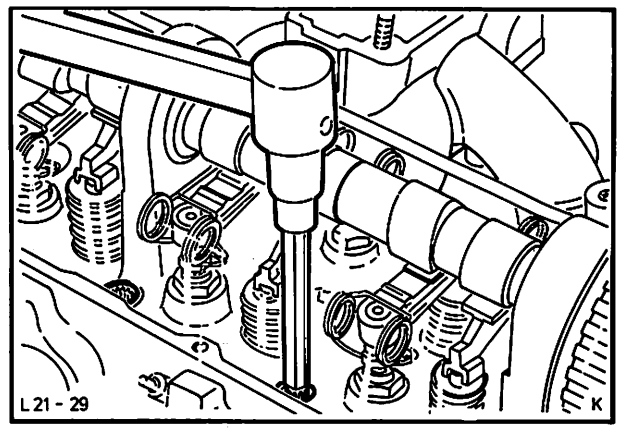
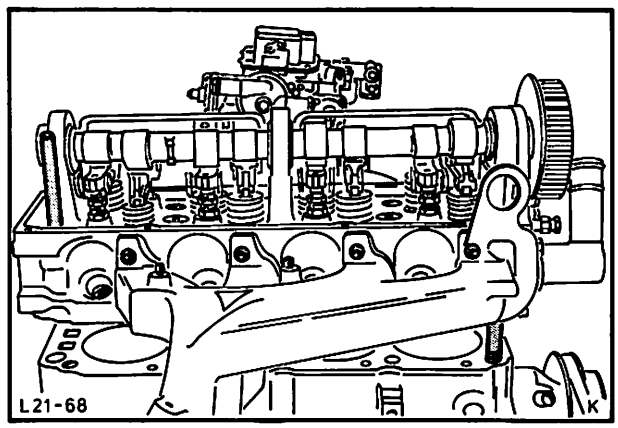
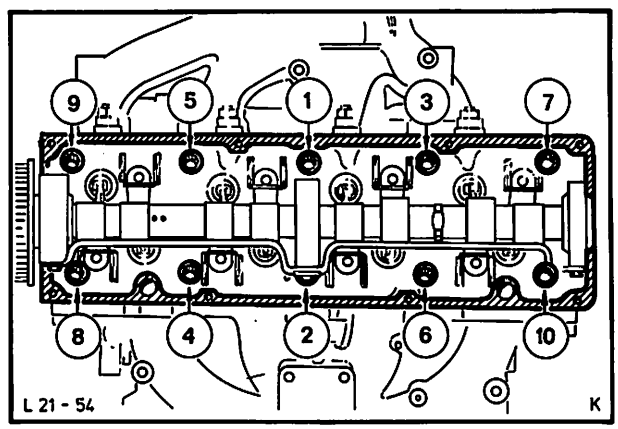

Abb. 195 Zylinderkopf mit Spezialwerkzeug 21-002 abschrauben
Abb. 196 Zylinderkopf mit Hilfe von Zentrierbolzen 21-003 auflegen
Abb. 197 Anzugsreihenfolge – Zylinderkopf
7. Zündkerzen ausbauen und Zylinderkopf (10 Schrauben) mit Spezialwerkzeug 21-002, Abb. 195, abbauen, dabei Zylinderkopfschrauben in umgekehrter Reihenfolge wie beim Festdrehen lösen (siehe Anzugsreihenfolge Abb. 197).
8. Nach Reinigen der Dichtflächen (Zylinderkopf – Zylinderblock) Zylinderkopf – Zentrierbolzen 21-003 in den Zylinderblock schrauben und neue Dichtung auflegen, Abb. 196.
9. Zylinderkopf aufsetzen, Abb. 196, und Schrauben etwas beidrehen. Beide Zentrierbolzen gegen die restlichen zwei Schrauben austauschen. Zylinderkopf mit vorgeschriebenem Drehmoment in drei Stufen nach Schema, Abb. 197, festdrehen.